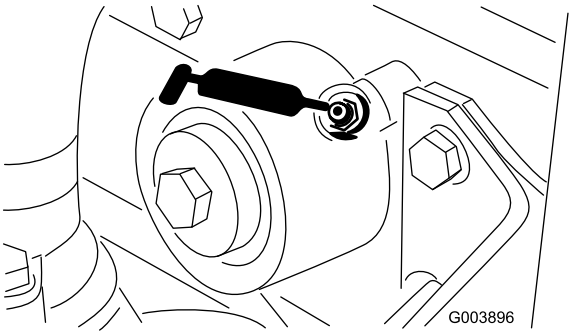

Figur 49
- Én nippel på vifteakselen (Figur 49).